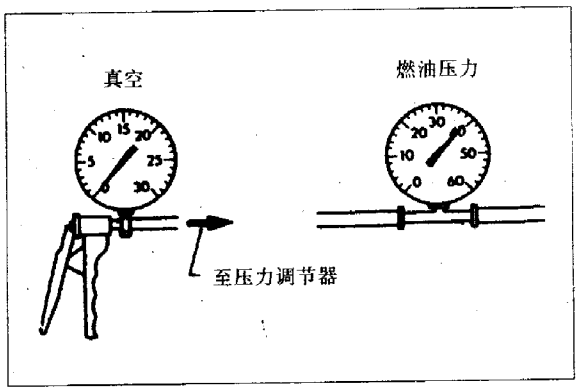

图4-5-3
(9)启动发动机,读取真空度变化时的油压表示值,见图4-5-3。油压应随真空度增大而减小。若结果相反,应更换油压调节器。